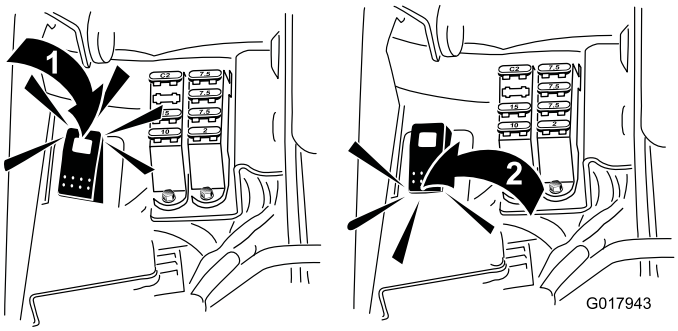

Figur 53
5. Indstil baglapningskontakten til tilbagepositionen (R) (Figur 53).